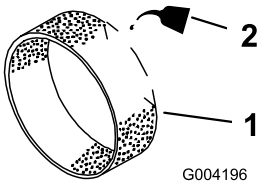

Figura 45
3. Coloque 30 ou 60 ml de óleo no filtro prévio (Figura 45).